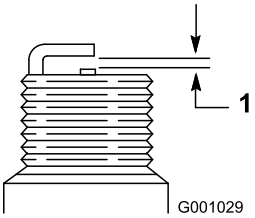

Рисунок 24
4. На новой свече установите зазор между электродами, равный 0,76 мм, как показано на Рисунок 24.